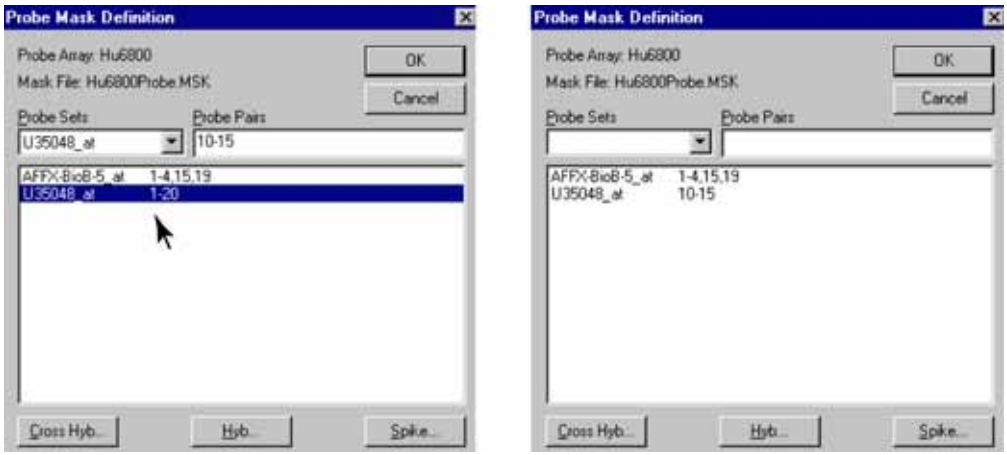

Figure E.40
⇒ The Probe Sets and Probe Pairs box automatically display the selection **(Figure E.40)**.
4. Edit or delete the entry in the Probe Pairs field, then click the lower field to update the list of probe pairs **(Figure E.40)**.